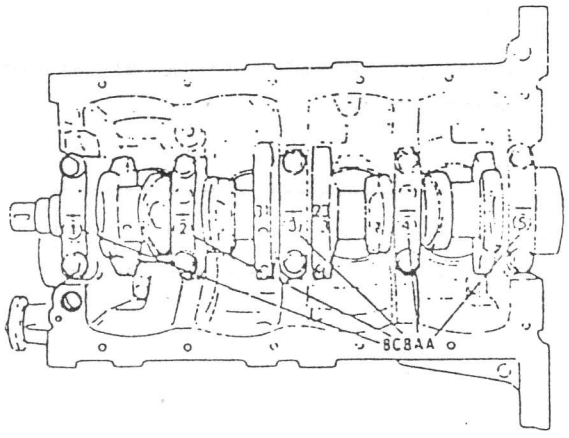

Fig. 3-5-46 Letras estampadas en el bloque de cilindros
En las superficies de contacto con el bloque de cilindros, aparecen estampadas cinco letras del abecedario, según lo indicado en la Fig. 3-5-46.
Por ejemplo, en la Fig. 3-5-46, la primera letra (desde la izquierda) "B" indica que el diámetro interior de la tapa de cojinete (1) está entre 49,006-49,012 mm, y la quinta letra (del extremo derecho) "A" indica que el diámetro interior de la tapa (5) está entre 49,000-49,006 mm.